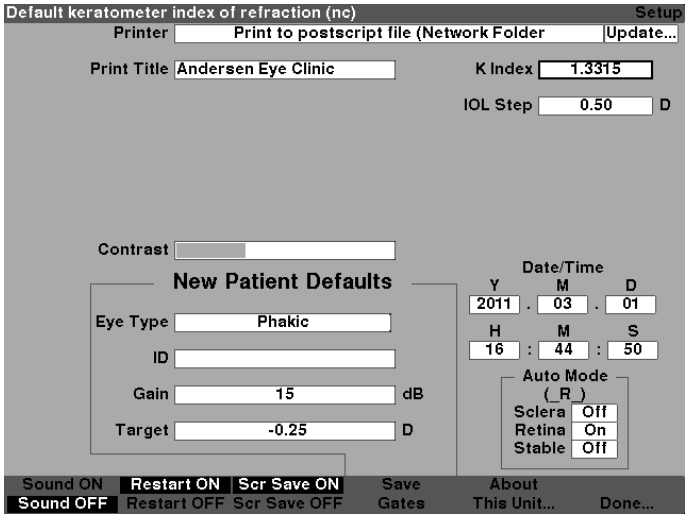

Figure 5-58 K Index Field Adjusted
4. Press the knob or the √ button, to save the entered Default ID and to deactivate the field as shown in figure 5-58.